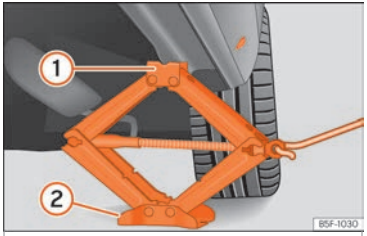

Fig. 39 Cross member: positioning the jack on the vehicle.
- Turn the jack* crank handle, located below the strut support point, to raise it until the tab ① ››› Fig. 39 is below the housing provided.
- Align the jack* so that tab ① "grips" onto the housing provided on the strut and the mobile base ② is resting on the ground. The base plate ② should fall vertically with respect to the support point ①.